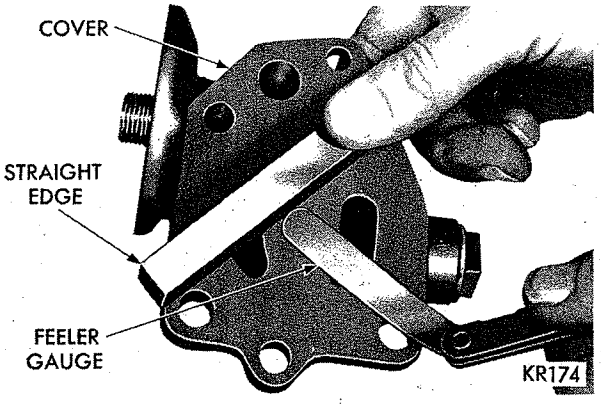

*Fig. 56—Measuring Oil Pump Cover Flatness*
(1) Clean all parts thoroughly. The mating face of filter base (oil pump cover) should be smooth. Replace filter base if it is scratched or grooved.
(2) Lay a straightedge across oil pump filter base surface (Fig. 56). If a .0015 inch feeler gauge can be inserted between the base and straightedge, filter base should be replaced.